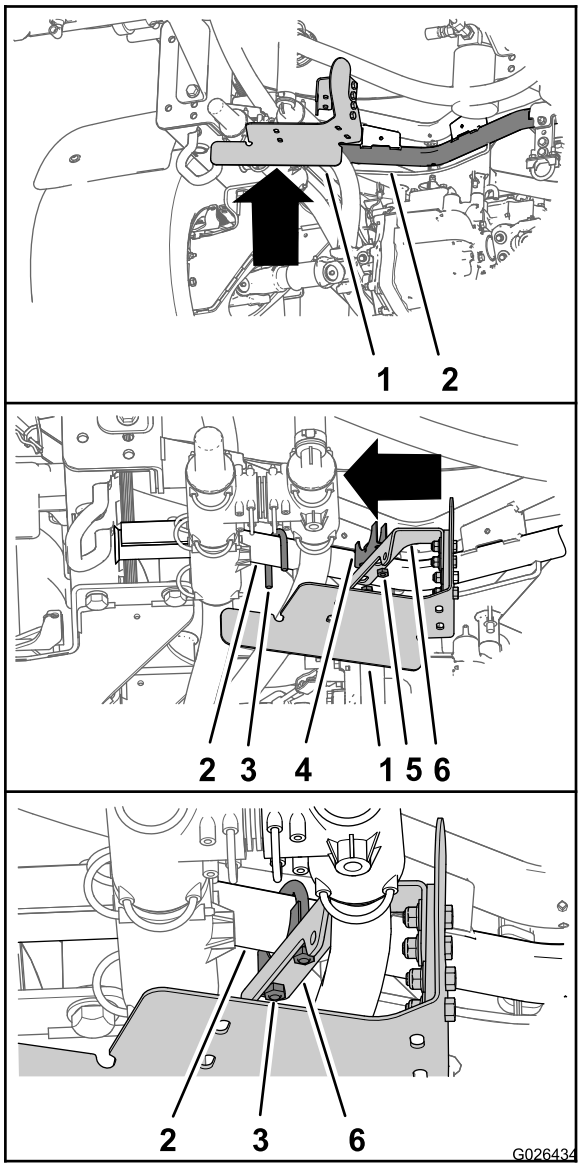
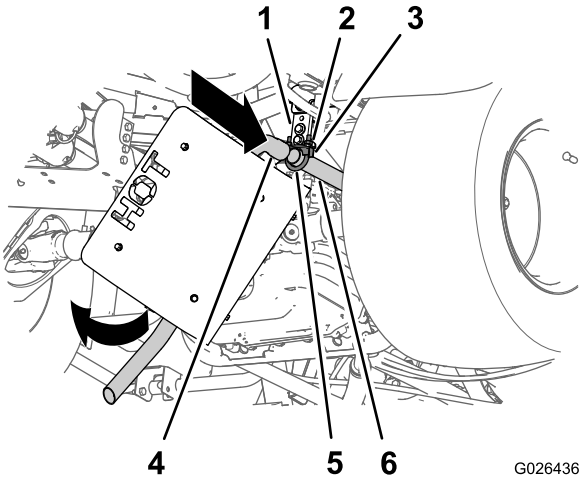
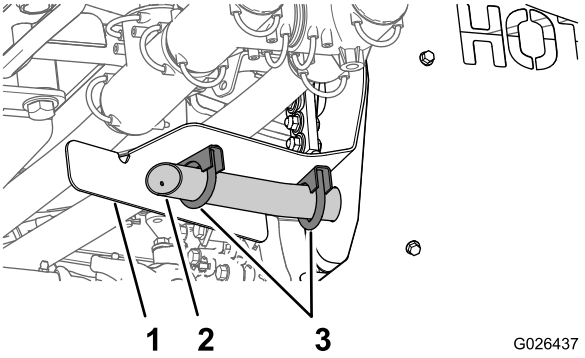

Рисунок 12
Рисунок 13
Рисунок 14
1. Совместите кронштейны глушителя и выводящей трубы, которые были собраны в п. 3 Сборка теплозащитного экрана и опорных кронштейнов (страница 4) на опорной трубе цистерны (Рисунок 12).
2. Наденьте U-образный болт от хомута глушителя (1-1/2 дюйма) на опорную трубу бака (Рисунок 12).
3. Закрепите кронштейн глушителя на опорной трубе бака с помощью U-образного болта (1-1/2 дюйма), скобы крепления (1-1/2 дюйма) и гаек (Рисунок 12).
1. Совместите впускную трубу глушителя с открытым концом выхлопной трубы (Рисунок 13).
3. Поворачивайте глушитель вверх до тех пор, пока выводящая труба глушителя не совместится с кронштейном выводящей трубы (Рисунок 13 и Рисунок 14).
4. Закрепите выводящую трубу глушителя на кронштейне 2 хомутами глушителя (1-1/4 дюйма), как показано на Рисунок 14.
5. Затяните гайки на хомутах глушителя на выхлопной трубе и впускной трубе глушителя (Рисунок 13), на выводящей трубе глушителя и кронштейне выводящей трубы (Рисунок 14), а также на кронштейне глушителя и опорной трубе бака (Рисунок 12) с моментом от 1978 до 2542 Н·см.